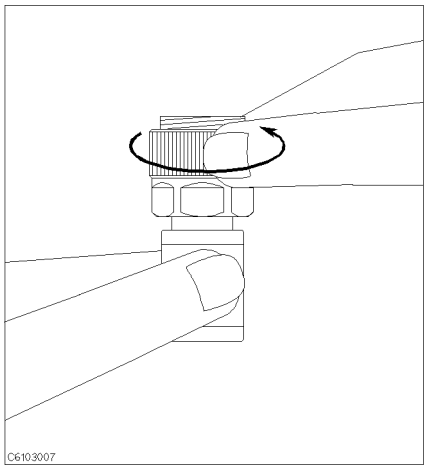

Figure 3-8.
11. Turn only the APC-7® connector nut of the 50 Ω termination as shown in Figure 3-8.